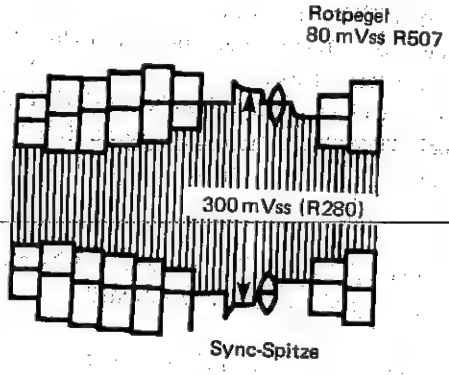

Abb. 61
5) Mit R280 (REC Y LEV) Sync-Spitze wie gezeigt in Abbildung 61 auf 300 mVss abstimmen.